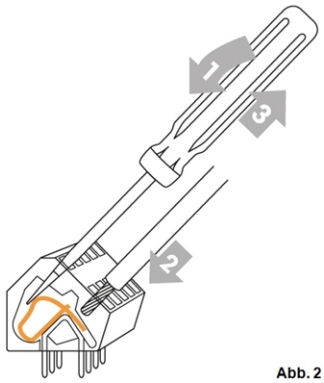

Abb. 2
3. Klemmen mit einem passenden Schraubendreher öffnen (Abb. 2) und Elektroanschluss am Regler vornehmen.